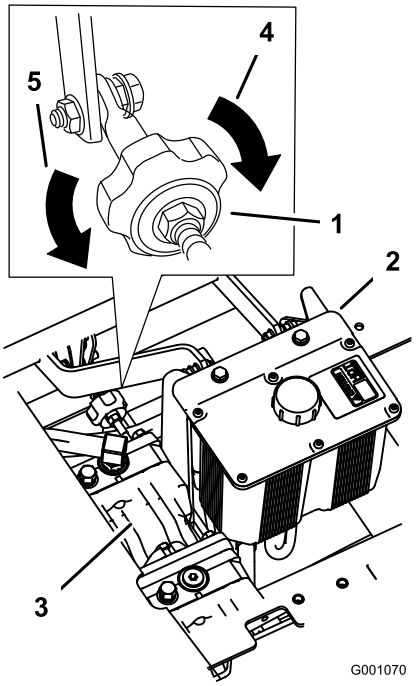

Figuur 71
2. U stelt de lengte van de pompstang af door de knop in de juiste richting te draaien, totdat de het wiel stil staat of iets achteruit kruipt (Figuur 71).